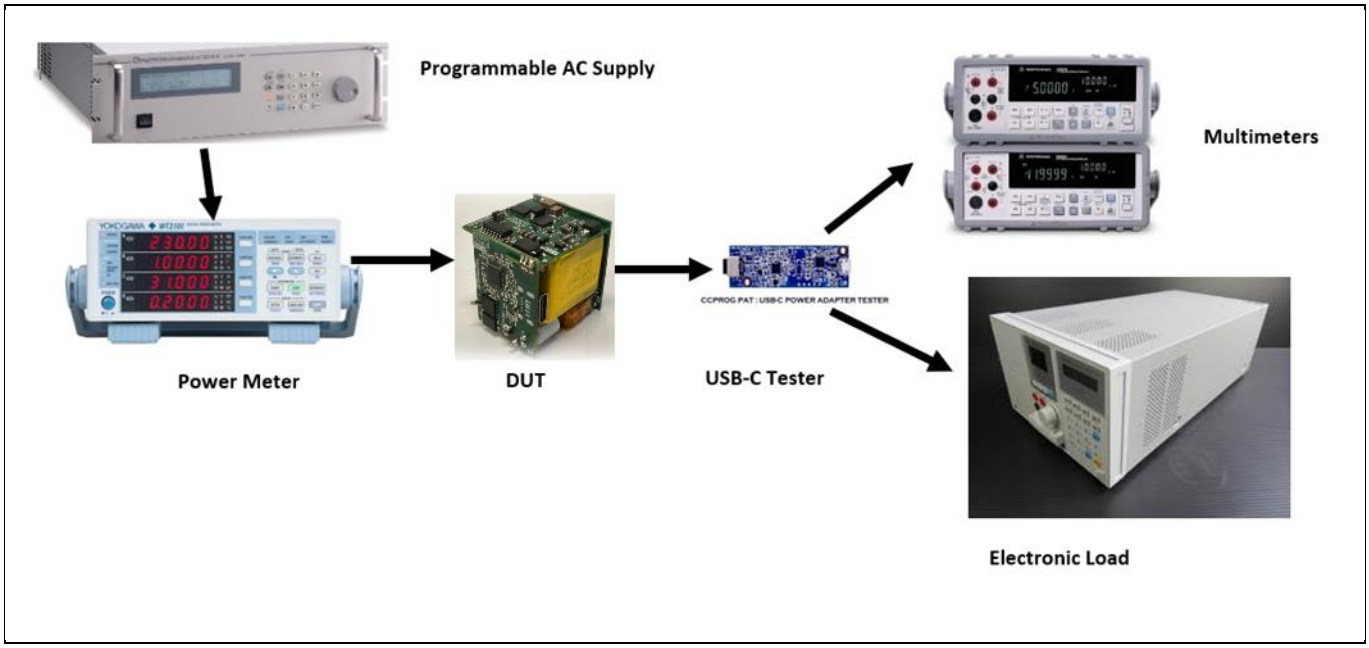

Figure 6 Test equipment connected to the standalone REF_65W_ZVS_PAG2 board
Figure 6 shows the test setup to capture the electrical data of the DUT. The following is the optimal setup to capture the efficiency:
1. Connect the 65-W solution board to the power meter AC terminal (that is already connected to the programmable AC supply) as shown in Figure 6.
3. Connect the electronic load at the PAT tester load terminal as shown in Figure 6.